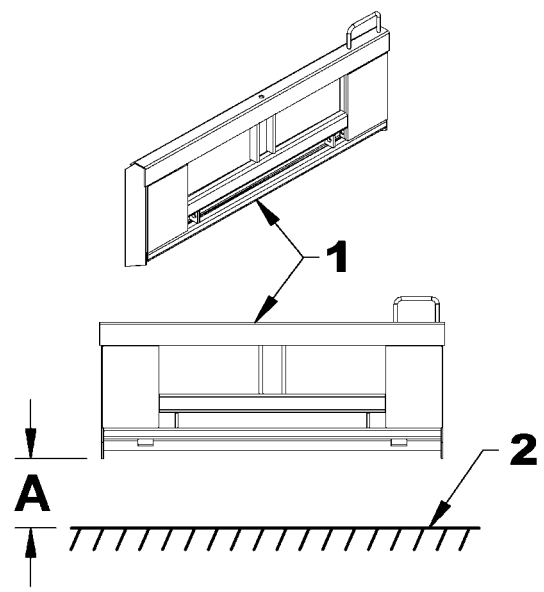

Figure 6C
C- BROOM INSTALLATION ON "SKID STEER" (Figures 6C to 10C)
Figure 6C: Place the equipment on a flat and clean surface. After the Universal hitch kit is installed on the "Skid Steer", lower down the hitch (item 1) and measure the distance (A) between the lowest point of the hitch (item 1) and the ground (item 2).